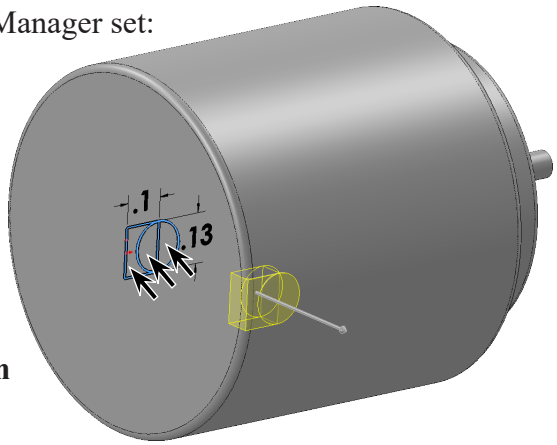

Fig. 22
Step 11. Rotate view slightly to view **rear of Motor**, **Fig. 22**. Hold the **middle mouse button** (wheel) and rotate view around to view rear.
click **all 3 contours**, **Fig. 22**